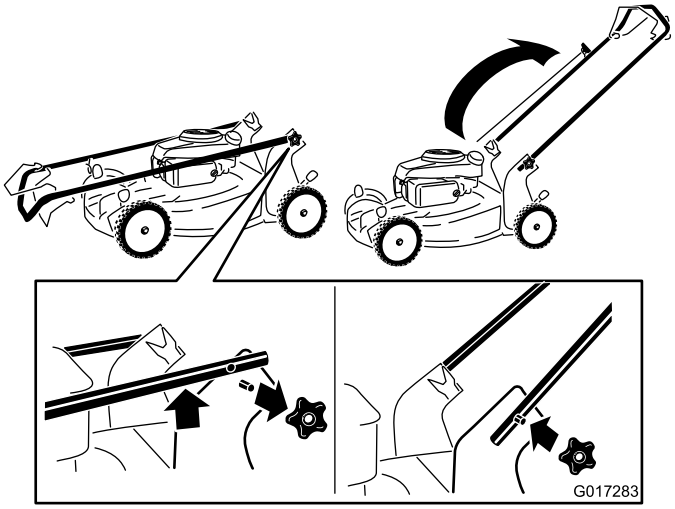

Figura 3
1. Retire los pomos del manillar de la carcasa de la máquina (Figura 3).
3. Instale y apriete los pomos del manillar que retiró en el paso 1 (Figura 3).